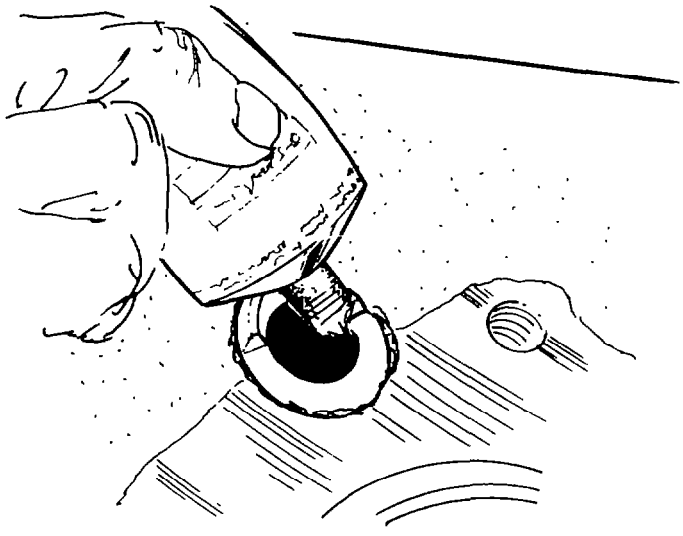

Fig. 192 — Applying Sealer Compound
e. Apply silicone sealer around the end of the idler shaft, then install expansion plugs into the shaft bore (see fig. 192).